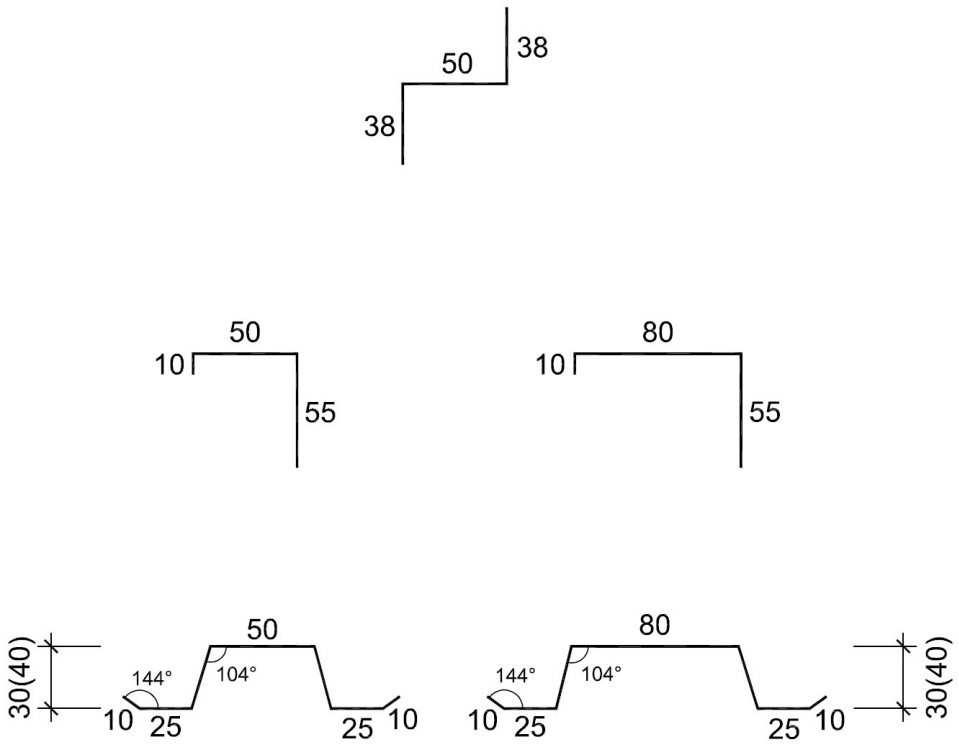

Abb. 4
- Linienelemente **Z**-, **J**- und **Omega-Profile** (Abb. 4), welche mit Konsolen angebracht sind;